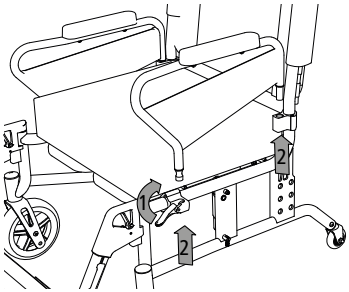

fig. 24
1. Rilasciare la leva di blocco della fascetta stringitubo anteriore (1, fig. 24) spingendola verso l'alto.
2. La fiancata ora è sbloccata e può essere tirata verso l'alto. (2, fig. 24).